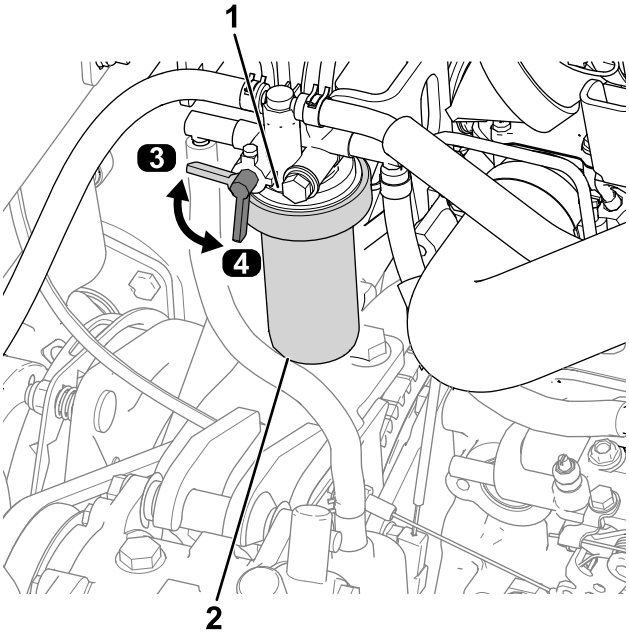

Figura 59
1. Gire la palanca de la válvula de combustible a la posición de CERRADO (Figura 59).
2. Limpie la zona alrededor del cabezal del filtro de combustible (Figura 59).
3. Retire el filtro y limpie la superficie de montaje del cabezal del filtro (Figura 59).
6. Gire la palanca de la válvula de combustible a la posición de ABIERTO (Figura 59).